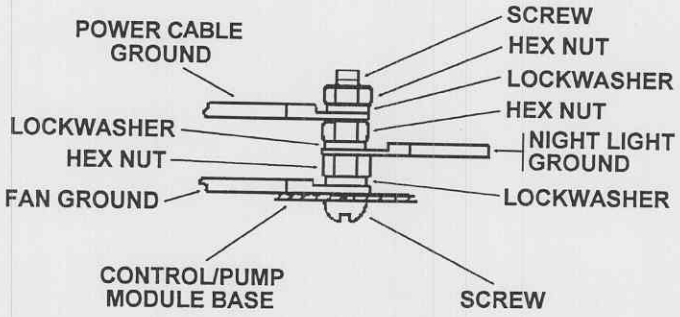

Figure 3-7. Electrical ground connections.
The green, electrical ground wire is fastened to the central ground point of the control/pump module. Remove the nut and lockwasher (fig 3-7).
(8) Remove the fan assembly ground wire from electrical ground terminal as illustrated in figure 3-7.